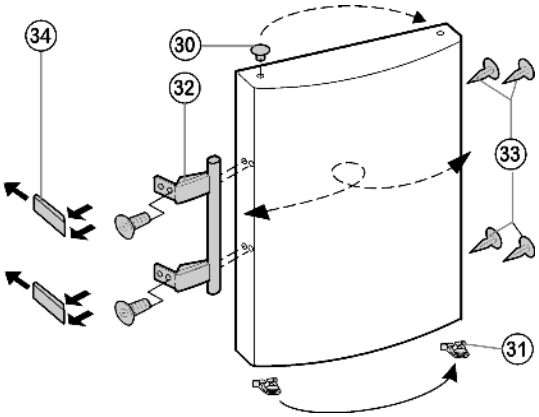

Fig. 8
- ▶ Release the spring clip *Fig. 8 (31)* from the upper door and swap it over to the new hinge side.
- ▶ Pull the plugs *Fig. 8 (30)* out of the door bearing bushes and swap them over.
- ▶ Detach the door handles *Fig. 8 (32)*, plugs *Fig. 8 (33)*, and pressure plates *Fig. 8 (34)* and swap them over to the opposite side.